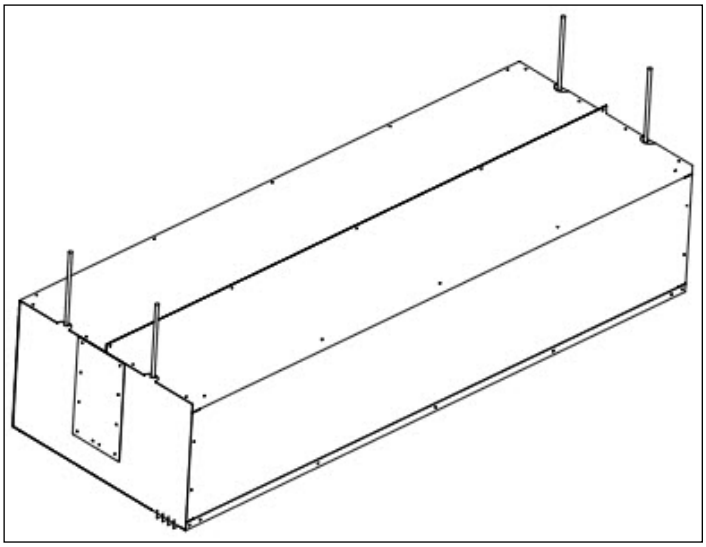

FIG. 2
4. All units are equipped with (4) 3/8'' threaded inserts on top for overhead installation (FIG. 2)
5. Determine the exact mounting locations to suspend the unit above the ceiling so that the unit is centered and parallel with the door opening. Use (4) threaded rods to suspend the enclosure to the ceiling.